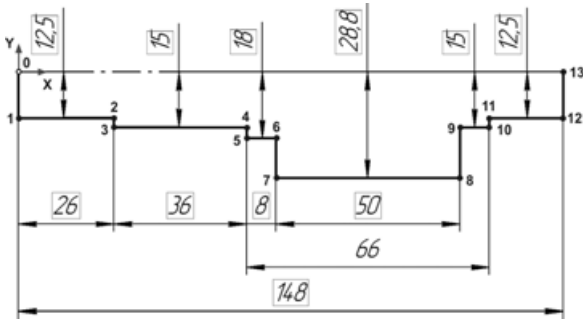

Рис. 5.236
- Проставьте линейные размеры так, как это показано на рис. 5.236.